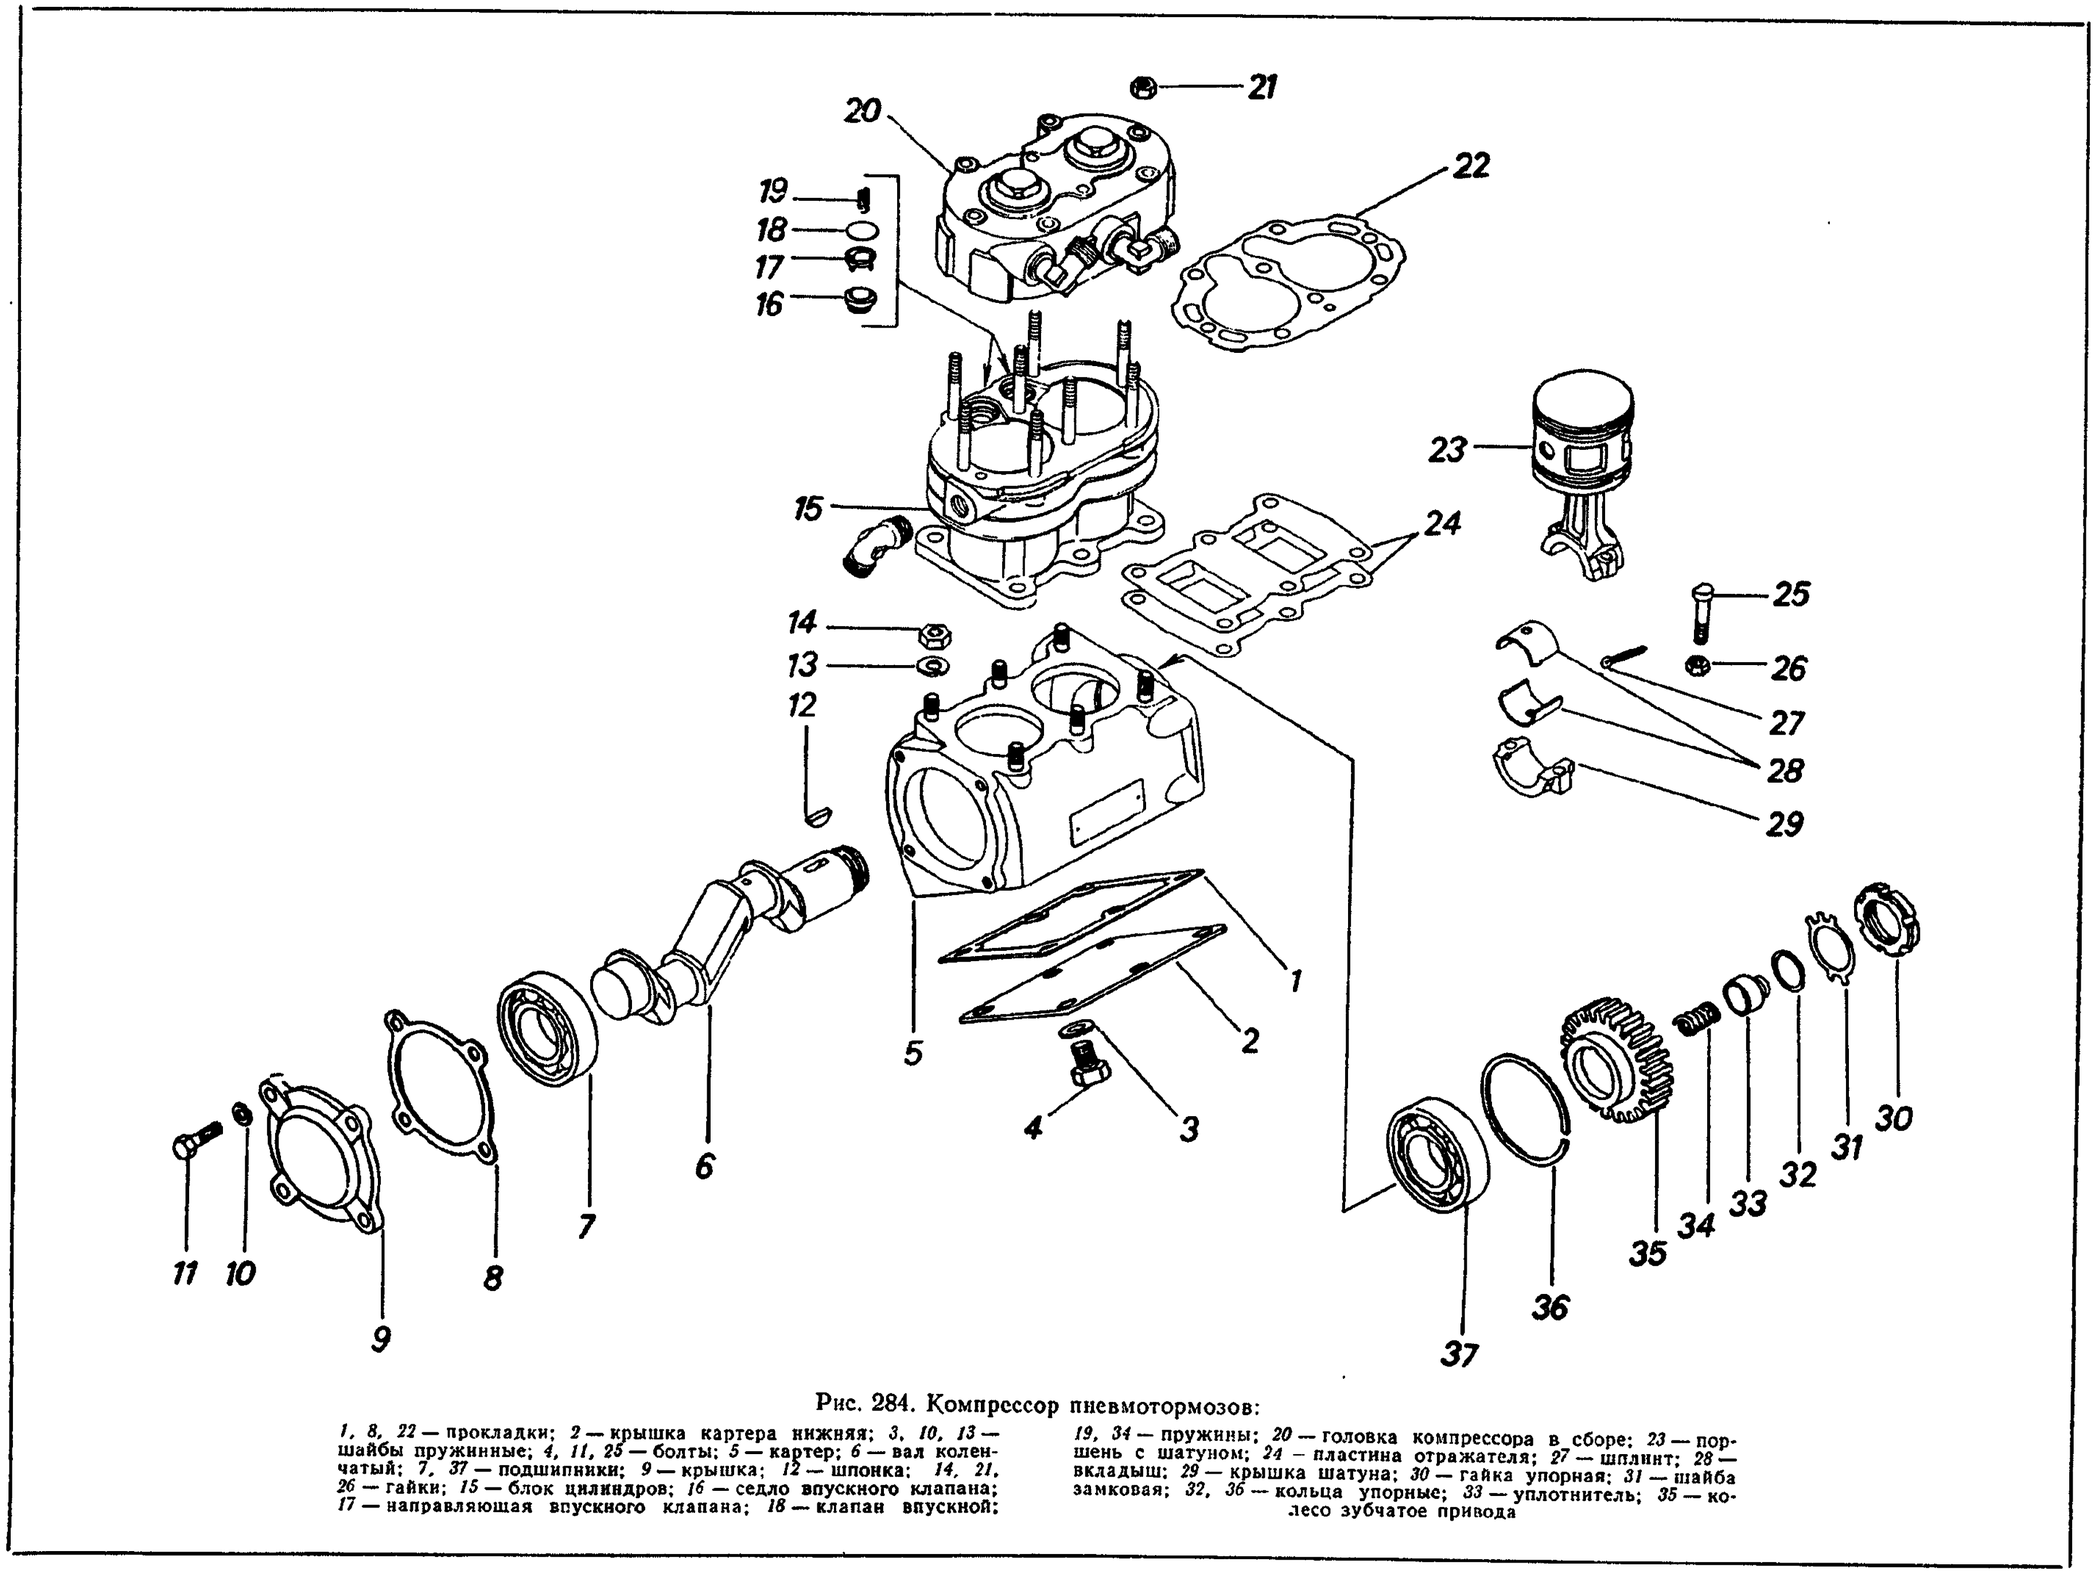
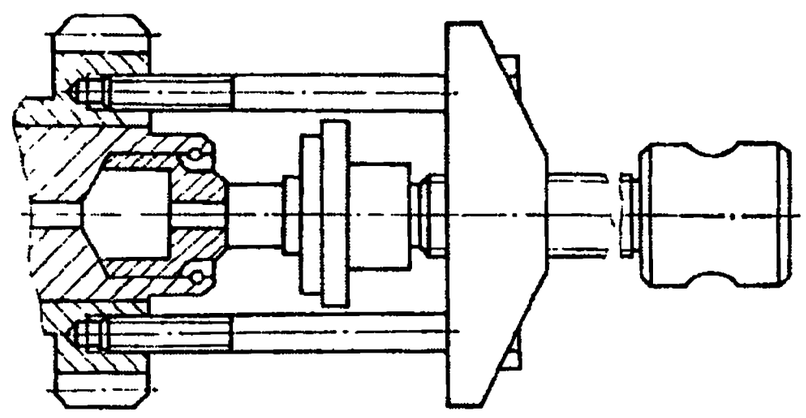

Рис. 284. Компрессор пневмотормозов:
Рис. 286. Снятие зубчатого колеса привода компрессора
2 Отверните гайки *21* (рис. 284) крепления головки *20* компрессора	Сменная головка 13 мм, вороток
8. Расстопорите замковую шайбу *31* (см. рис. 284) и отверните гайку *30* крепления зубчатого колеса привода коленчатого вала, снимите упорное кольцо *32*, уплотнитель *33*, пружину *34* уплотнителя	Зубило, молоток, ключ для круглых шлицевых гаек, специальные пассатижи И801.23.000-01
9. Съемником (рис. 286) снимите зубчатое колесо *35* (см. рис. 284) привода и выньте шпонку *12* из паза коленчатого вала *6*	Съемник, молоток, деревянная подкладка, зубило